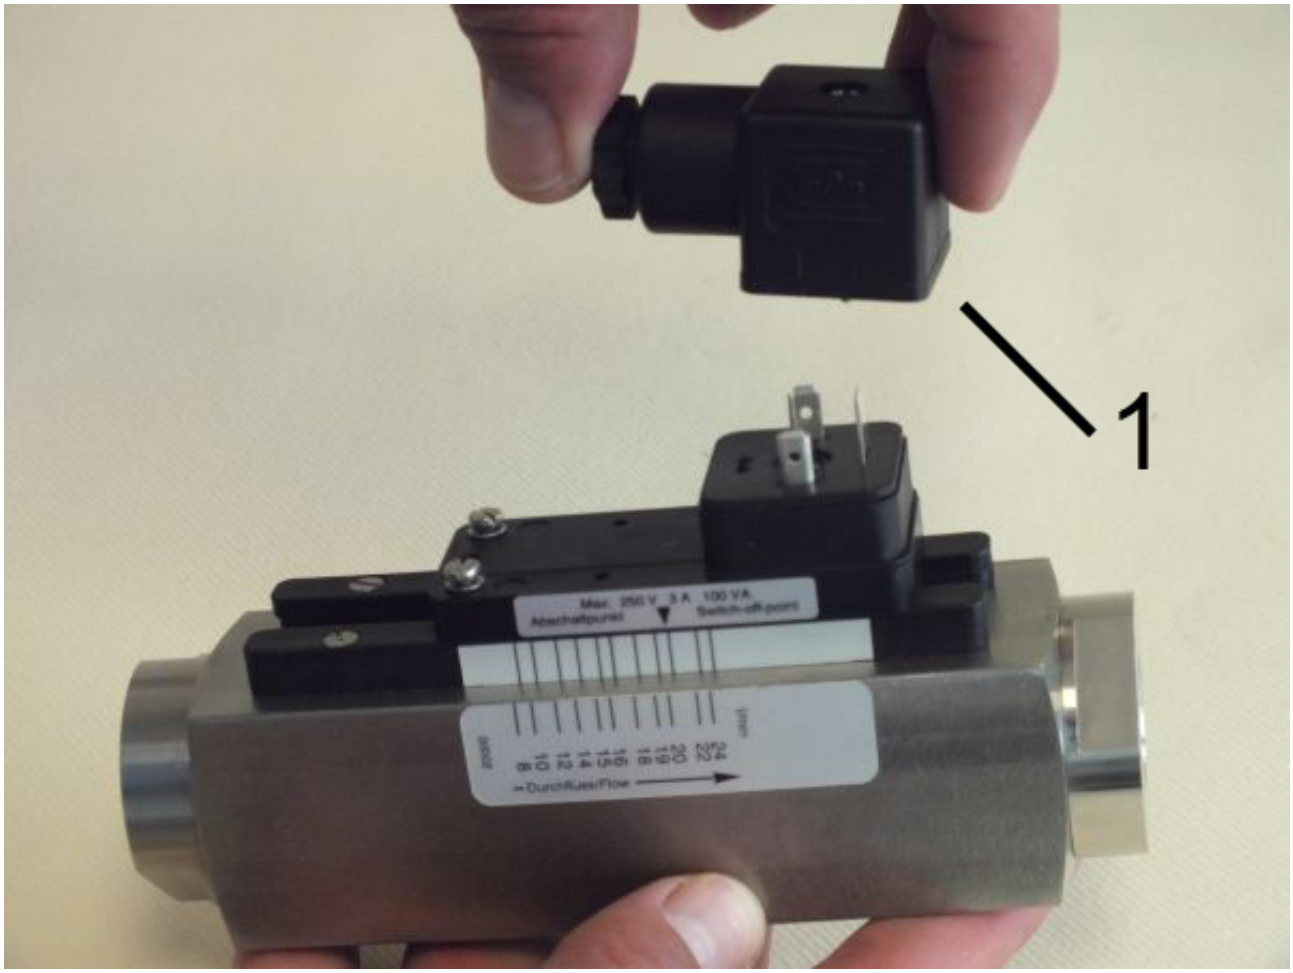

Fig. 58: Remove female socket
2. Remove the female socket and gasket (*Fig. 58*/1) by pulling upwards